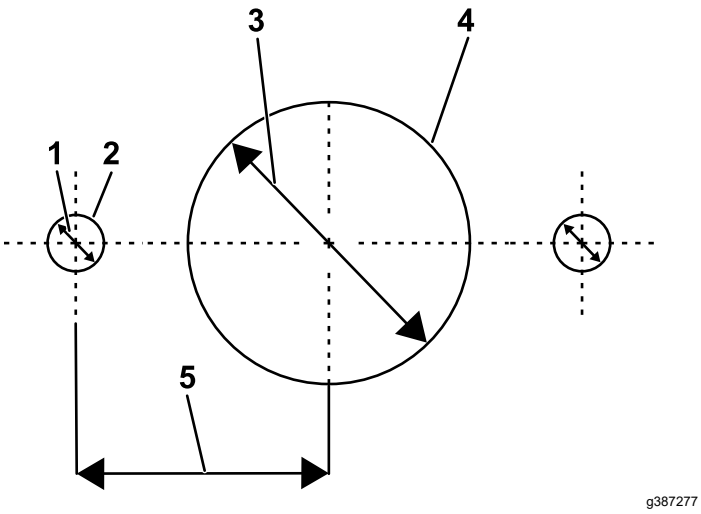

Figura 3
2. Con las medidas mostradas en la Figura 3 y utilizando el punto central como referencia, realice 3 taladros en el siguiente orden:
Importante: **Asegúrese de que los 2 taladros exteriores son simétricos con respecto al taladro central (Figura 3).**